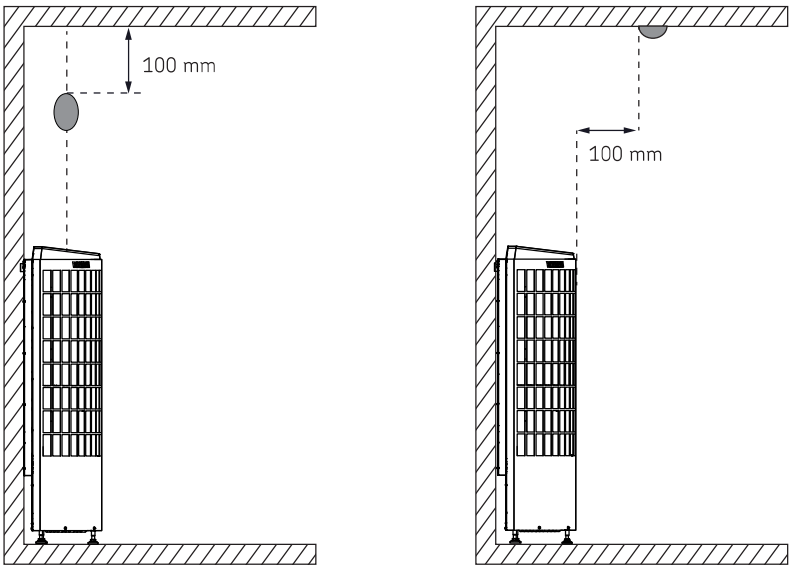

Abbildung 3. Installation des Temperatursensors
- Installieren Sie den Fühler wie in (>>Abbildung 3. Installation des Temperatursensors) dargestellt. Verbinden Sie das Fühlerkabel Farbe an Farbe mit dem Anschluss im Ofen.